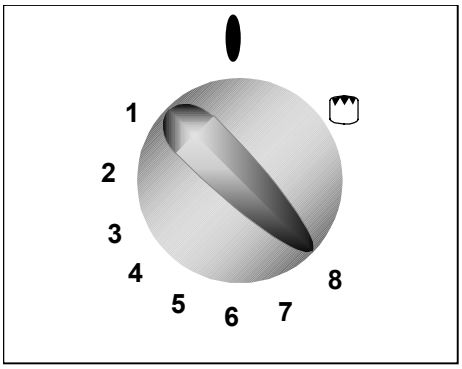

fig. 2
3. Poussez et tournez la manette du four dans le sens inverse des aiguilles d'une montre jusqu'au repère « 8 » (fig. 2).